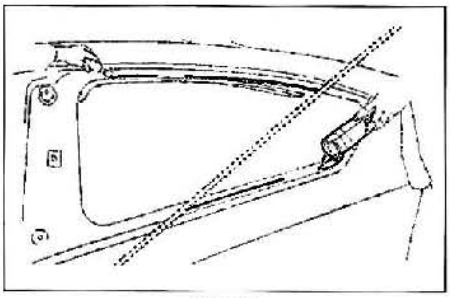

FIG. 57
• Enrasar el cordón de cola situado en la carrocería **(fig. 57).**